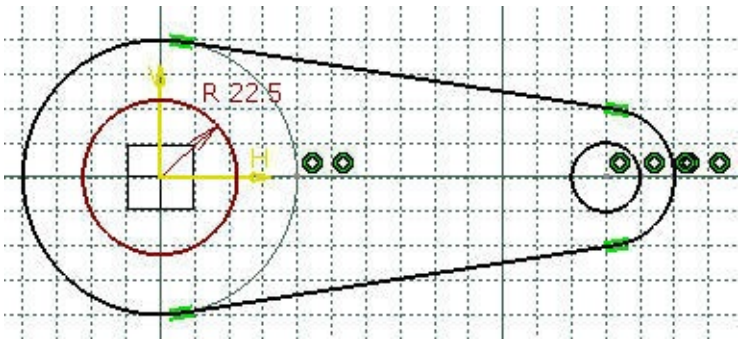

Figure 3-67 *Final sketch after creating the outer and inner loops*
c. Draw the inner loops of the sketch using the **Circle** tool, refer to Figure 3-67.
5. Move the cursor horizontally toward the right and click when the coordinate values above the cursor are 140,0. The final sketch after creating the outer and inner loops is shown in Figure 3-67. Press the ESC key to exit the selection set and the **Circle** tool.